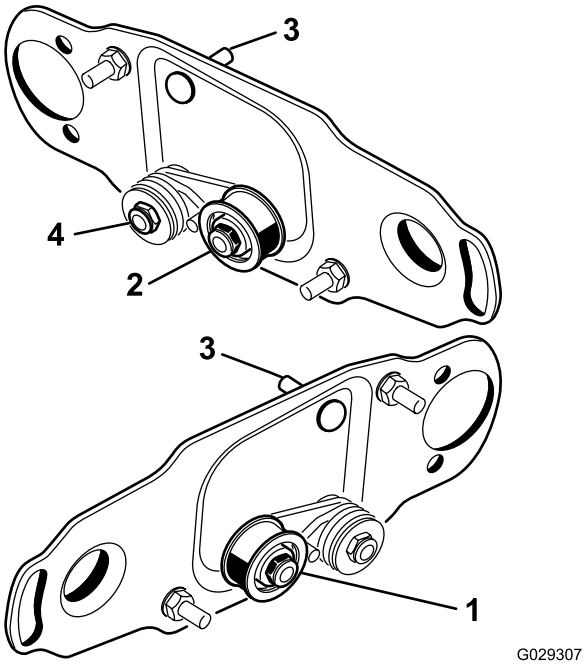

**Figura 3**
Sugli elementi di taglio anteriori e posteriori a sinistra capovolgere il gruppo puleggia tendicinghia per montarlo sull' **estremità destra** dell'apparato di taglio (Figura 3), vedere le istruzioni seguenti:
1. rimuovete il gruppo puleggia tendicinghia dall'estremità sinistra dell'apparato di taglio e montatelo sul foro inferiore nella piastra della spazzola all'estremità destra dell'apparato di taglio (Figura 3).
2. Rimuovete il bullone a testa tonda e il dado e riposizionateli sul foro superiore precedentemente occupato dal gruppo puleggia tendicinghia (Figura 3).